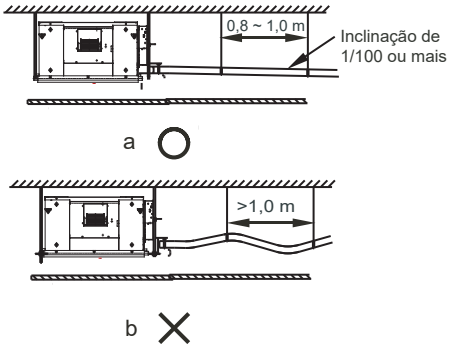

Figura 17
4. A fim de evitar o refluxo de água para o interior do ar-condicionado quando a operação for interrompida, o tubo de descarga de água deve ficar inclinado para baixo em direção à parte externa (lado de drenagem) com uma inclinação de mais de 1/100. Certifique-se de que o tubo de descarga de água não dilate nem acumule água, caso contrário, ocorrem ruídos estranhos. Consulte a Figura 17.
5. Ao conectar a tubulação de descarga de água, não aplique força quando puxar os tubos para evitar que as conexões do tubo de sucção de água se soltem. Ao mesmo tempo, defina um ponto de apoio a cada 0,8 a 1 m para evitar que os tubos de descarga de água flexionem. Consulte a Figura 17.